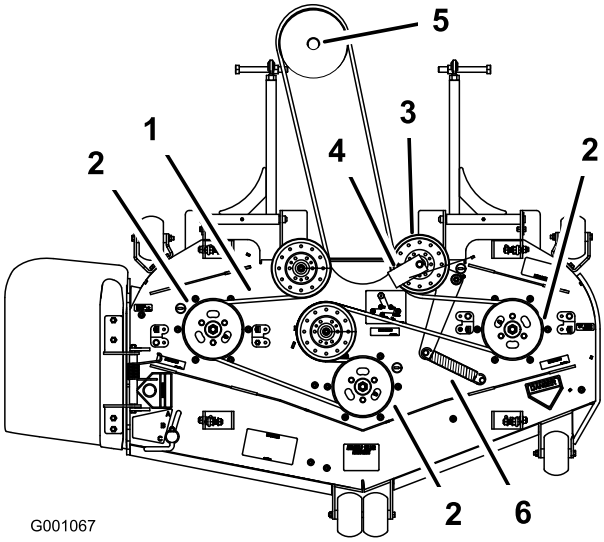

Rysunek 71
8. Zamontuj nowy pasek wokół kół pasowych kosiarki i koła pasowego skrzyni biegów pod silnikiem (Rysunek 71).
9. Zamontuj prowadnicę paska na sprężynowym jałowym kole pasowym pod kątem 45 stopni w sposób pokazany na Rysunek 71. Dokręć śrubę momentem od 37 do 45 N·m.
10. Zamontuj sprężynę koła pasowego luźnego na dwóch trzpieniach (Rysunek 71).